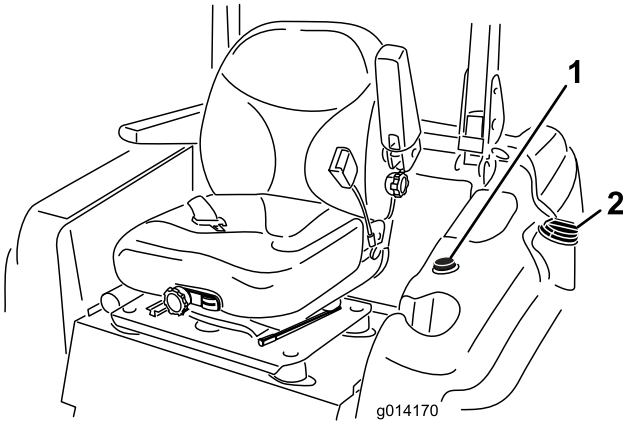

Figur 9
3. Rengör runt tanklocket och ta bort locket (Figur 9).